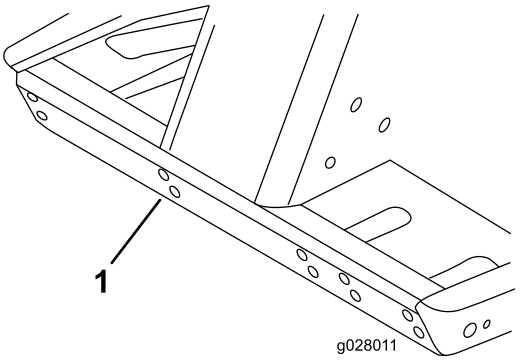

Figur 14
1. Monter monteringsbraketten på forsiden av trekkenheten, i monteringshullene vist i Figur 14.